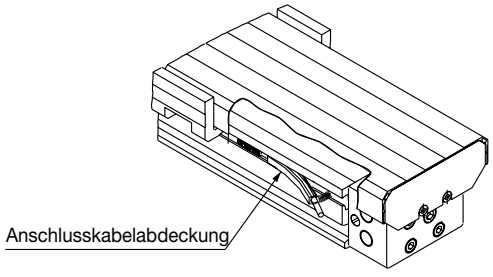

Abbildung 3. Einbau der Anschlusskabelabdeckung
3. Legen sie zunächst die Anschlusskabel in die Abdeckung. Anschliessend bringen Sie die Anschlusskabelabdeckung auf dem Zylindergehäuse an. (Siehe Abbildung 3.)